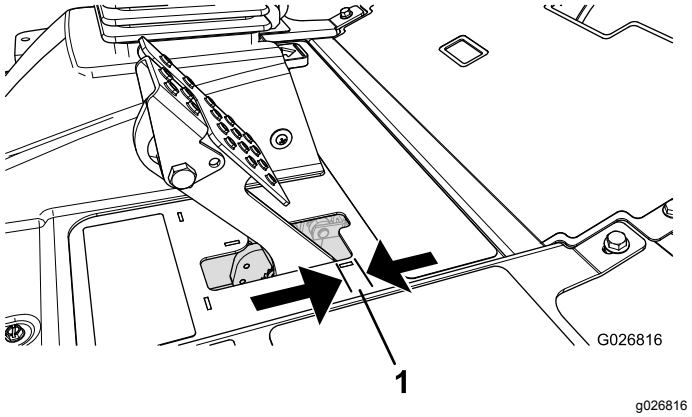

Figuur 97
Stel de remmen af als het rempedaal meer dan 25 mm speling heeft, of als er meer remkracht nodig is (Figuur 97). Met speling wordt de afstand bedoeld die het rempedaal wordt ingetrapt voordat er remweerstand wordt gevoeld.
2. Draai de achterste moer vast om de kabel naar achteren te halen totdat de rempedalen 0,63 tot 1,27 cm speling hebben voordat het wiel blokkeert (Figuur 97).